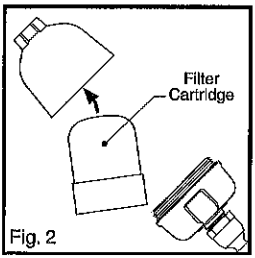

Fig. 2
3. Place filter cartridge into housing body. Screw the top and bottom parts together. (Fig. 2–4) Hand tighten only. (External black body ring is decorative only)
This unit comes with a sediment-trapping screen located in the neck of the body at the inlet. This screen will trap large particulate matter that may be present in your water and should be cleaned out periodically. To clean the screen, remove the CQ-1000 from the shower arm. Open up the unit and remove the cartridge. With gentle pressure with a finger or blunt object dislodge the screen, rinse out screen and replace. It may not be necessary to clean the screen often. The level of particulate matter in your water determines how often this should be done. Put cartridge back into housing body and reconnect unit to shower arm. IMPORTANT: To assure that no grains of filtering media are introduced into housing, clean o-rings and cartridge and drop the housing body onto the cartridge then screw on the housing cap until tight. (Fig. 2–3)